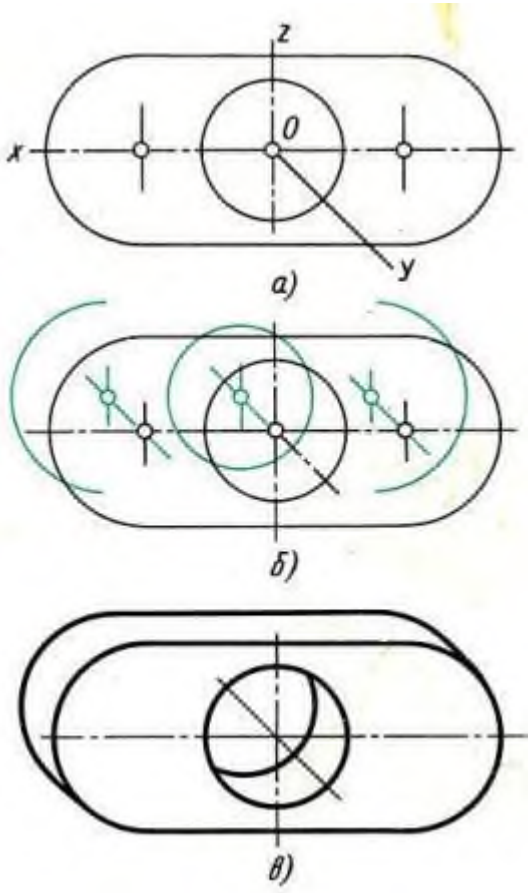

Рис. 6. Построение фронтальной диметрической проекции детали с цилиндрическими элементами
1. Строят очертания передней грани детали, пользуясь циркулем (рис. 6, а).
2. Через центры окружности и дуг параллельно оси у проводят прямые, на которых откладывают половину толщины детали. Получают центры окружности и дуг, расположенных на задней поверхности детали (рис. 6, б). Из этих центров проводят окружность и дуги, радиусы которых должны быть равны радиусам окружности и дуг передней грани.
3. Проводят касательные к дугам. Удаляют лишние линии и обводят видимый контур (рис. 6, в).